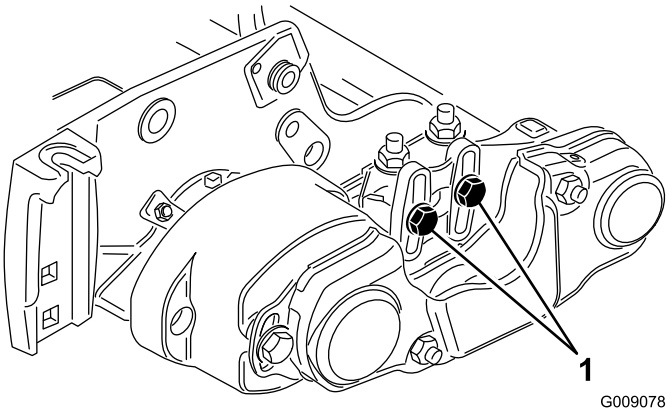
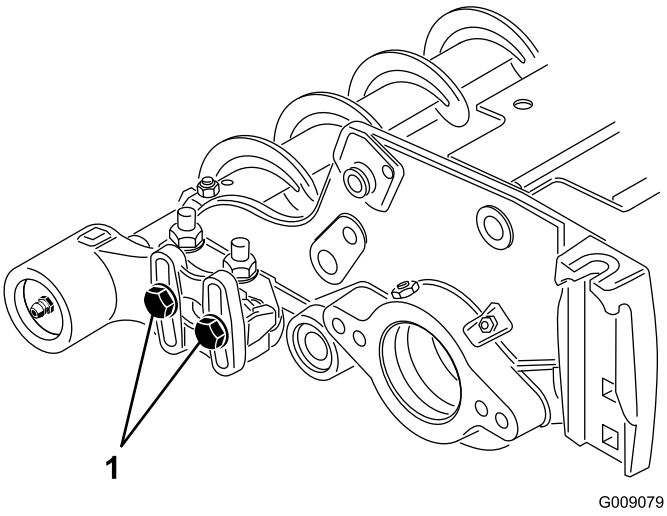

Figur 12
Figur 13
15. Lossa de två skruvar som fäster rullborstens lagerhus vid rullborstens monteringsfäste (Figur 12 och Figur 13).